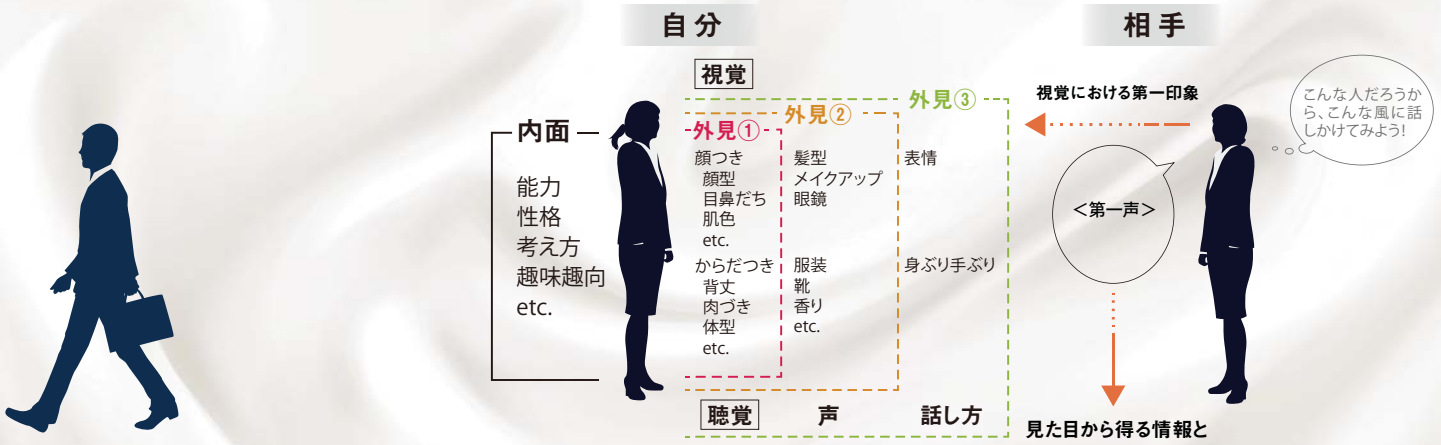

図1 スムーズで豊かなコミュニケーション
パーソナルデザインの目的は、コミュニケーションを豊かにスムーズに進めるためですから、まずは自分が何者であり、どんな人物なのかを第一印象でわかりやすく相手に伝えることが第一歩です**(※図1)**。高度経済成長時代のように集団に群れ、一働きバチとして目立たないように生きる時代ではありません。個性を活かすことこそ、パーソナルデザインの真骨頂です。個性とは、なにも飾り立てることではなく、地味なスタイルであっても独自の個性になれば良いのです。例えば、菅官房長官はとても地味なスタイルです。髪形を変えればこんな印象になるに違いないと想像している私ですが、あの方の個性を考えると、現職の間は今のままで良いでしょう。現に「令和おじさん」と呼ばれ、若い人たちに「かわいい」とまで言わしめる存在感は大したものです。
人間が感じる感覚だけに一言では表現しにくい清潔感ですが、毎日、鏡を見て、身だしなみを整え、きちんと折り目正しい自分を演出しているかどうかです。無駄なものを排除して、すっきりとありのままの自分**(外見①)**を活かしながら、付随物**(外見②)**を整えているかどうかという意識にかかっているといえるでしょう。**(※図1参照)**